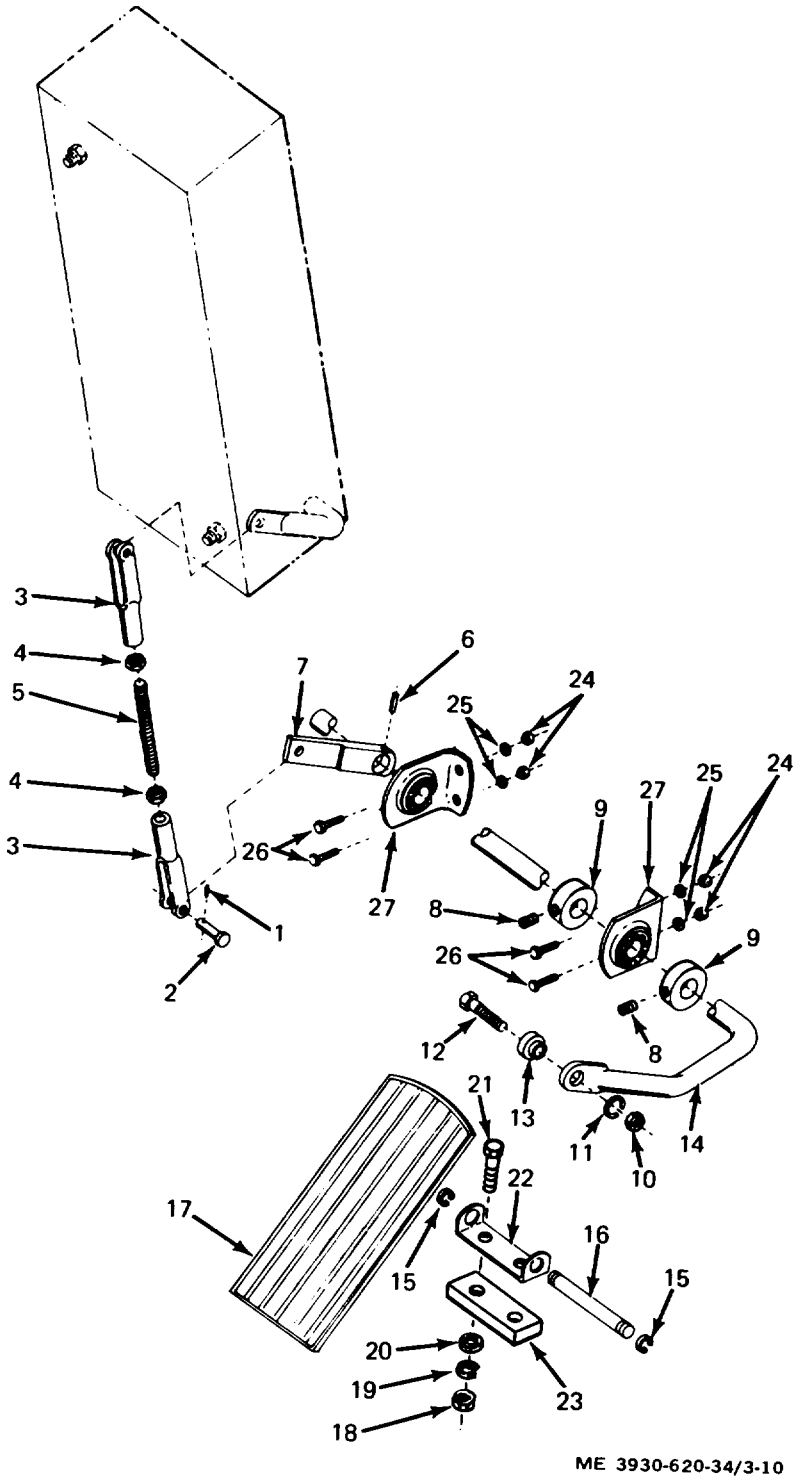
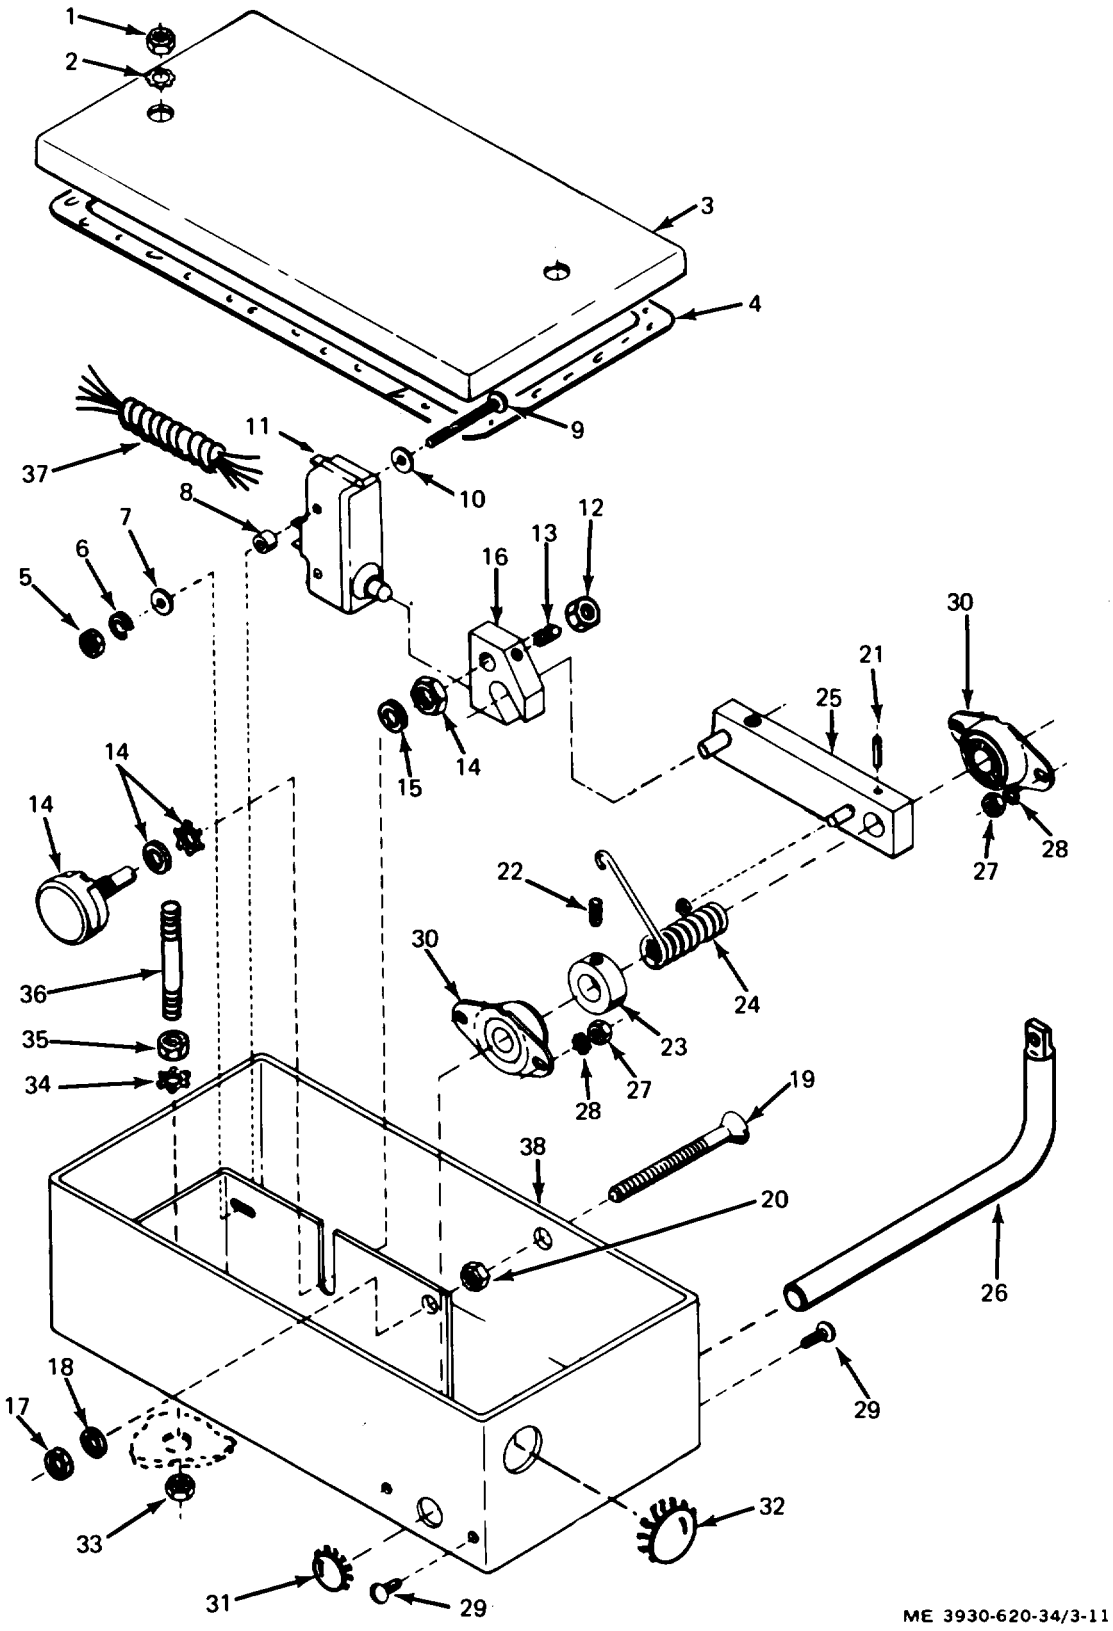

Figure 3-10. Accelerator pedal and linkage, exploded view
Figure 3-11. Speed control bus assembly, exploded view/
c. Inspection. (fig. 3-10 and 3-11.)
(1) Remove toe plate ITM 10-3930-620-12}.
(2) Remove the two nuts (1, fig. 3-11) and lock washers (2) and remove the cover (3) and gasket 141 from the speed control box assembly. Inspect the gasket for damage and deterioration.
(3) Operate the pedal (17, fig. 3-10) and check for freedom of movement and that the pedal returns to the up position.
(4) To check spring tension, remove the cotter pin (1, fig. 3-10) and yoke pin (2) to separate the yoke (3) from the box assembly shaft. A force of 17 to 25 pounds should be required to move the shaft. Reconnect the yoke and shaft.
KEY to fig. 3-10:
KEY to fig. 3-11
(1) Disassemble accelerator pedal and linkage according to figure 3-10.
(2) Disassemble speed control box assembly according to figure 3-11.
(1) Reassemble speed control box assembly according to the reverse of figure 3-11 and as follows:
(2) Reassemble the accelerator pedal and linkage according to the reverse of figure 3-10.
f. Adjustment. To aid in adjustment it is recommended that a toe plate fixture be substituted in place of the toe plate. The fixture should be the same thickness as the toe plate and large enough so the accelerator rod bearing (13, fig. 3-10) will make contact with it. Secure the fixture to the right hand mountings on the truck frame.
(1) Disconnect wires from speed potentiometer (14. fig. 3-11). Connect ohmmeter between center terminal and terminal nearest you.
(2) Loosen the set screw (13) in the actuator arm 116) so the potentiometer shaft is free. .
(3) Depress the accelerator pedal. Adjust the yoke positions on the yoke rod (5, fig. 3-10) so the arm assembly (5, fig. 3-11) in the box touches the down stop screw (191 when the accelerator bearing is within 1/ inch of the toe plate (or fixture).
(4) With the pedal depressed fully, adjust the potentiometer for an ohmmeter reading of 30 to 50 ohms. Tighten the set screw (13) in the actuator to securely engage the potentiometer shaft.
(5) With the pedal in the up position, a reading of 15, 000 to 16, 000 ohms should be obtained on the ohm meter.
(6) Adjust position of microswitch (11) so its plunger operates when the pedal is l/4 inch from the full up position.
(7) Recheck the readings of steps 4 and 5 and the microswitch operation of step 6.